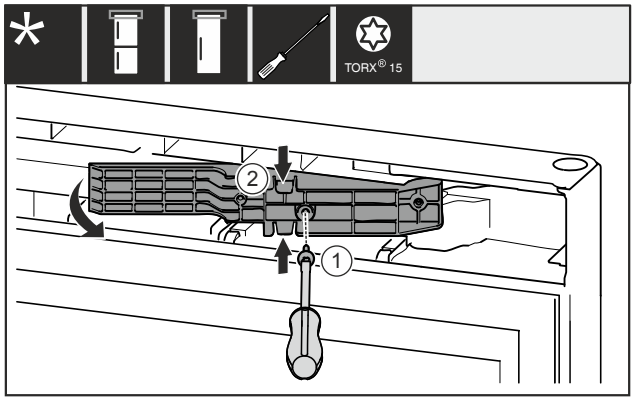

*Fig. 16 **
▶ Îndepărtați șurubul *Fig. 16 (1)*.*
▶ Comprimați ușor partea de sus și de jos și extrageți adaptorul *Fig. 16 (2)*.*